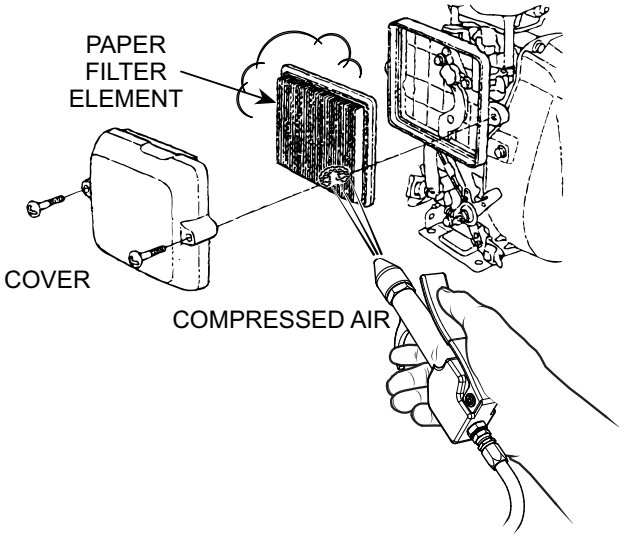

Figure 24. Engine Air Cleaner
- Tap the paper filter element (Figure 24) several times on a hard surface to remove dirt, or blow compressed air [not exceeding 30 psi (207 kPa, 2.1 kgf/cm2)] through the filter element. **NEVER** brush off dirt. Brushing will force dirt into the fibers. Replace the paper filter element if it is excessively dirty.